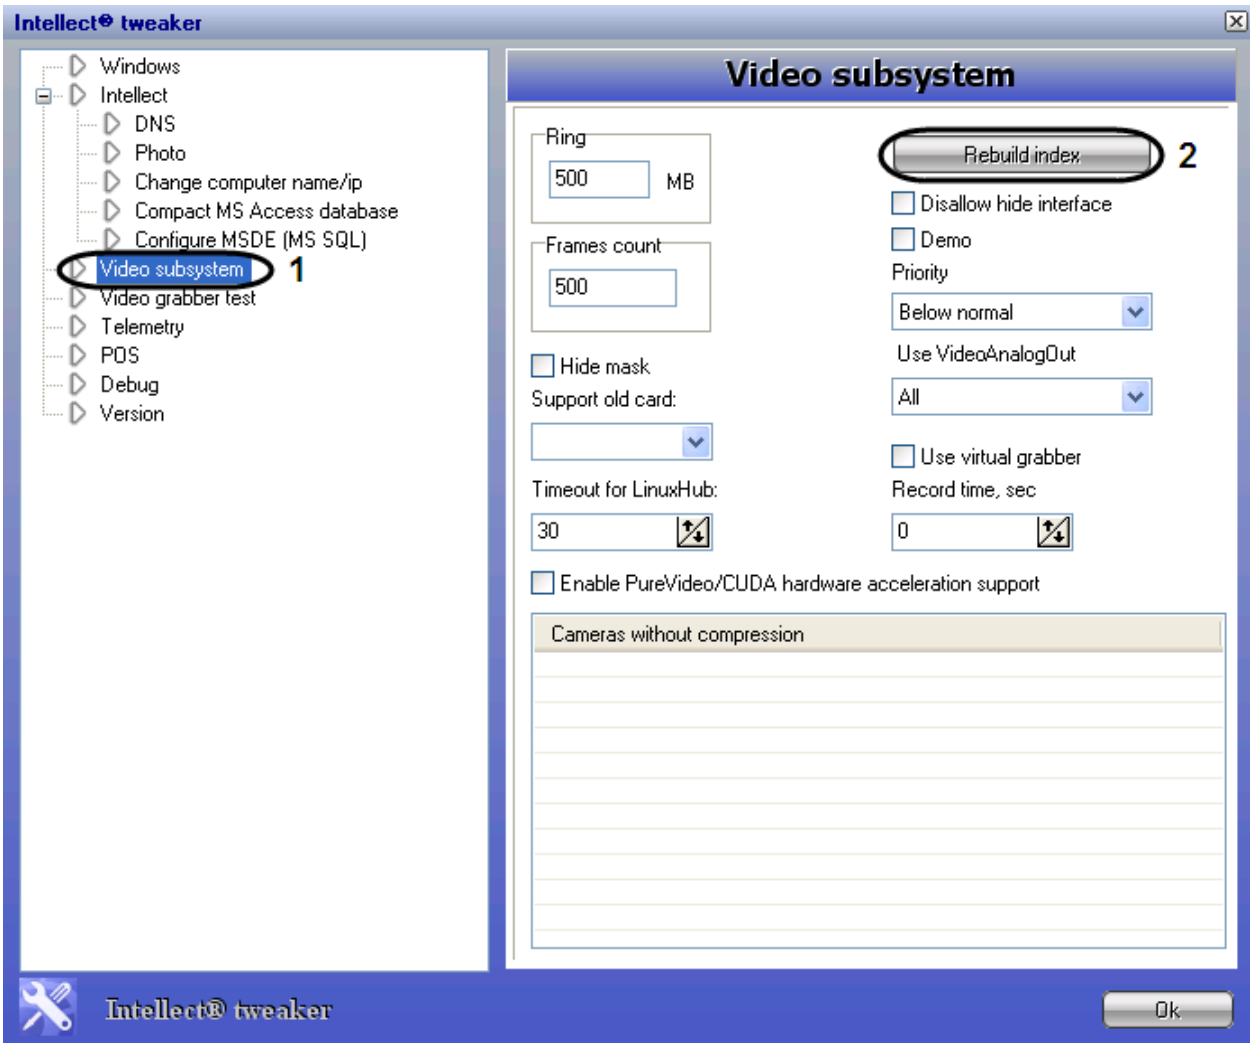

Figure 12.3-24. Deleting the INDEX folder
3. Select the Video Subsystem node in the tree on the left side of the utility dialog box (Figure 12.3-24, 1).
4. Click the Rebuild Index button to delete the INDEX folder with .idx files containing the indexes to the video recording files in the archive (Figure 12.3-24, 2).